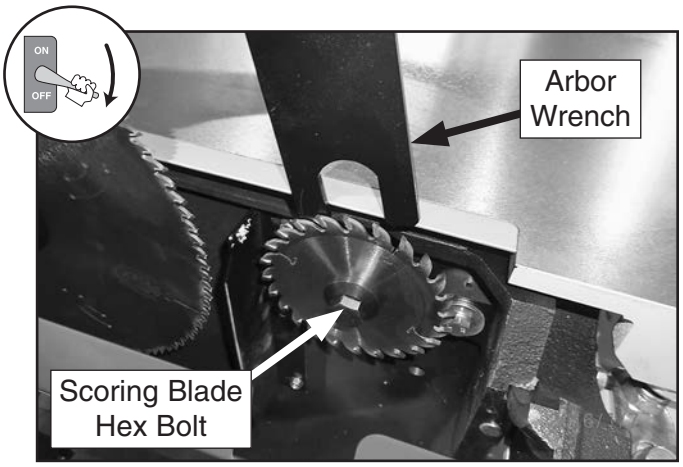

Figure 92. Inserting arbor wrench behind scoring blade to prevent blade from spinning.
6. Slide arbor wrench behind scoring blade (see **Figure 92)** to prevent blade from spinning.